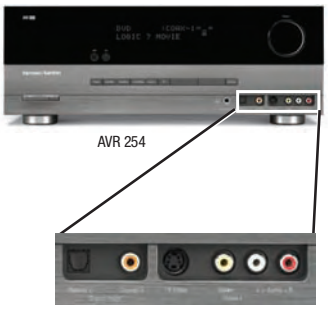

Figure 31 – Connecting a Device to the Front-Panel Inputs
- Connect the DVD player's S-video or composite video output (use one connection only) to the Video 1, 2 or 3 Input on the AVR. You may also use the Video 4 Composite or S-video Input located on the AVR's front panel (see Figure 31).
Alternatively, use an interconnect with a stereo 1/8-inch mini-plug at one end and two RCA plugs at the other end to connect the player to the Audio Inputs on the AVR's front panel. See Figure 31.
Video Components: Install video components, e.g., game consoles and camcorders, as follows (see Figure 31):
Audio Components: Connect audio-only devices, such as CD players, to either the Coaxial or Optical Digital Audio Inputs, or the Analog Audio Inputs (see Figure 31).